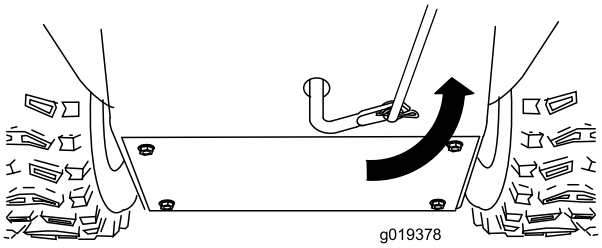

Рисунок 6
5. Поверните нижнее коромысло полностью вверх (против часовой стрелки) (Рисунок 6).